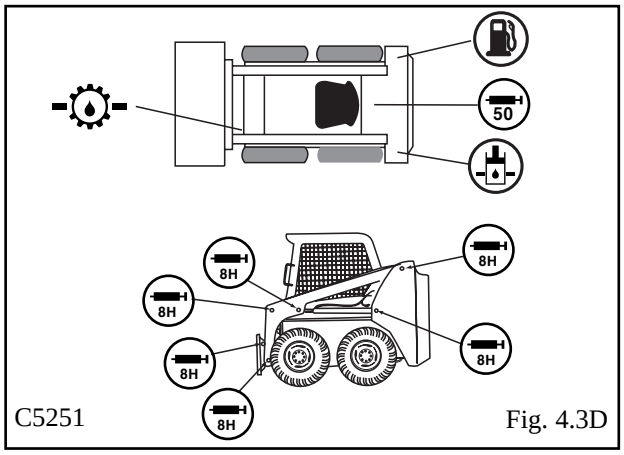

Fig. 4.3D
There are fourteen (14) grease fittings located in the loader that require lubrication every eight hours. Lubricate with a good quality multi-purpose lithium based grease. Apply grease until excess shows. Refer to the service schedule for complete service details. (See Fig. 4.3D). The fourteen (14) lubrication points are: